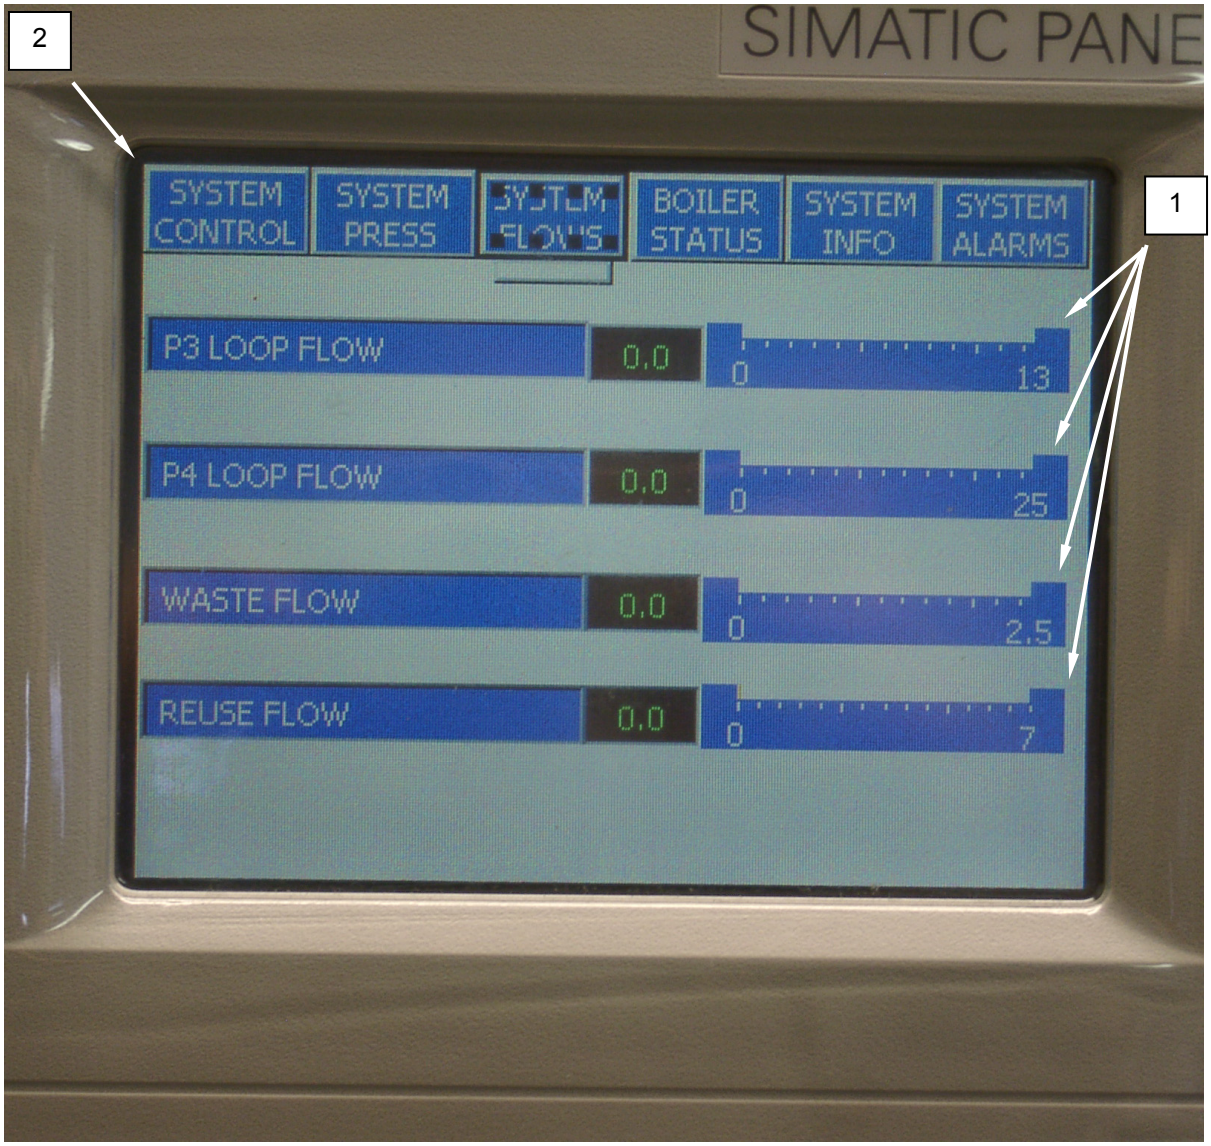

Figure 17. System Flows Display.
The PLC will show the display in Figure 17. The bar graphs **(Figure 17, Item 1)** indicate the flow in various system loops. The PLC will regulate the flow of each water loop to a preset value by monitoring the flow and sending a control signal to the corresponding actuator. The automatic adjusting of the valve actuator will maintain flow within normal operating limits and will display green. The PLC will notify the operator with flow alarm if insufficient flow is present, and display will be RED. See alarm section for further details.
2. Press System Control **(Figure 17, Item 2)** to return to the System Control menu.